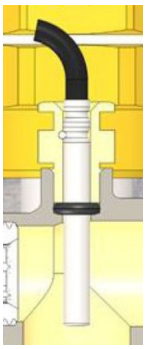

Fig. 32: Allentamento del sensore di temperatura
3. Per rimuovere il sensore di temperatura (Fig. 32), allentare il raccordo M10.